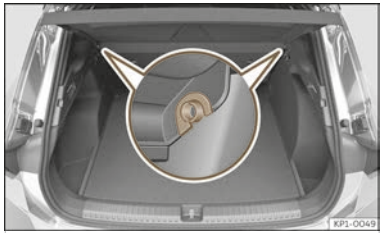

Fig. 185 In the luggage compartment: removing and installing the shelf.
- Remove the rear shelf from the side supports ››› **Fig. 185** by pulling it upwards and then take it out.
- Insert the cover horizontally so that the “recess” slots over the support fittings ››› **Fig. 185** and press down until it engages.